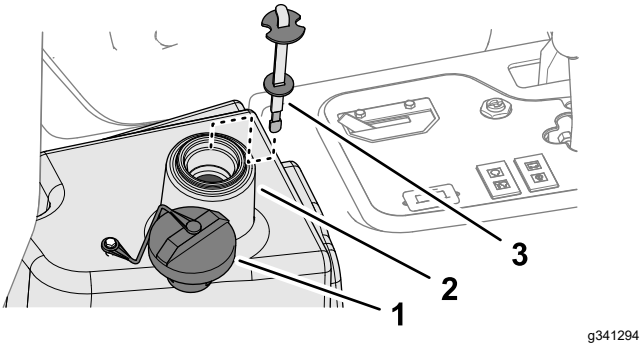

Figur 95
4. Fyll tanken (Figur 95) med cirka 22,7 liter hydraulvätska. Se Specifikation för hydraulvätskan (sida 61).